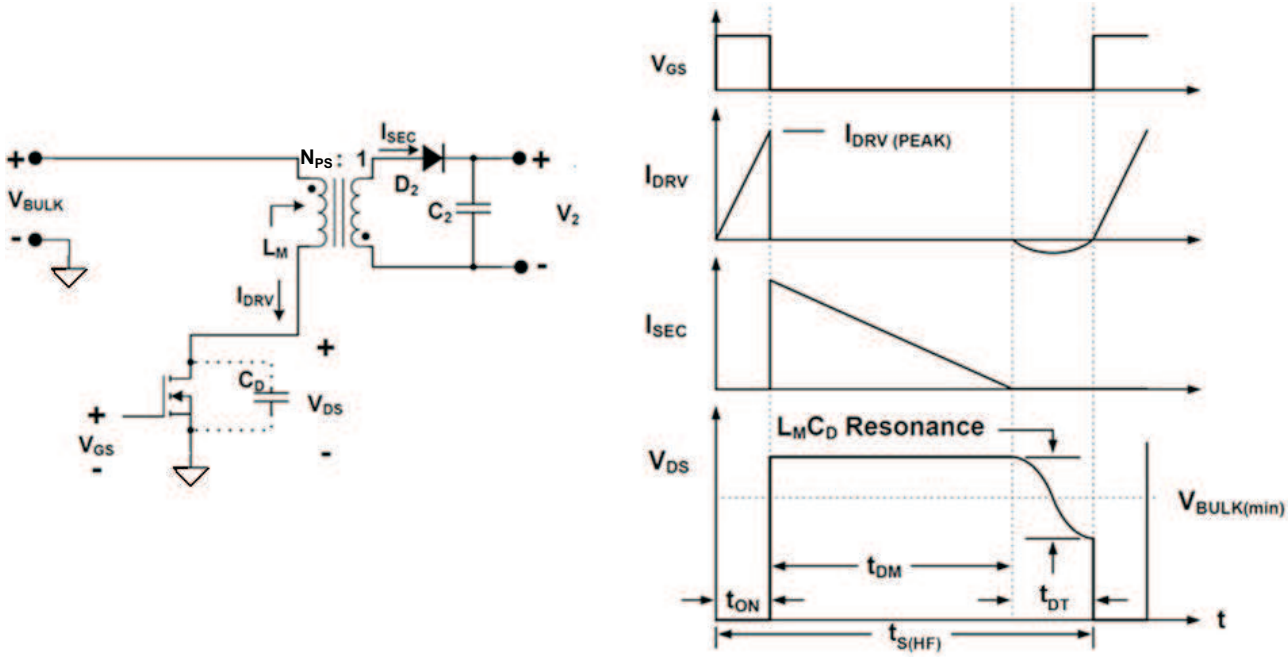

Figure 22. Basic Flyback Converter and Waveforms at Peak Load and Minimum V_{BULK} Voltage
To begin a power supply design, the power supply designer needs to know the peak power to be delivered by the converter, the input voltage range, the output voltage, and an estimate of the maximum allowable bulk voltage ripple. Select the maximum allowable stress voltage for the external power MOSFET. The stress voltage, V_{DS}, determines the reflected secondary voltage that resets the flyback transformer and the turn ratio between primary and secondary. A simplified diagram of the converter and its waveforms are shown in Figure 22.
The minimum switching period is when the converter is operating in the Frequency Modulation (FM) mode, referred to as $t_{S(HF)}$. This switching period must equal the sum of the switching intervals at minimum input voltage, maximum load, as shown in Figure 22 and described in Equation 6. The switching intervals are t_{ON}, the conduction time of the MOSFET; t_{DM} the demagnetization time of the transformer and t_{DT}, the duration of the deadtime, equal to half of the resonant cycle, after the transformer is de-energized.